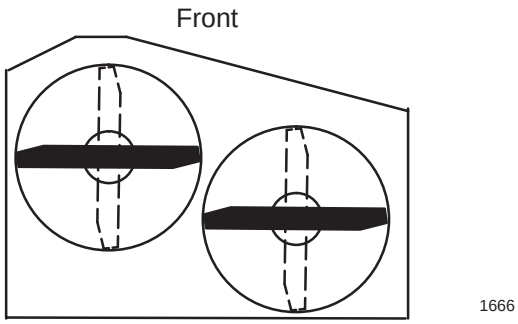

Figure 21
1. Rotate the blades until the ends face forward and backward (Fig. 21).